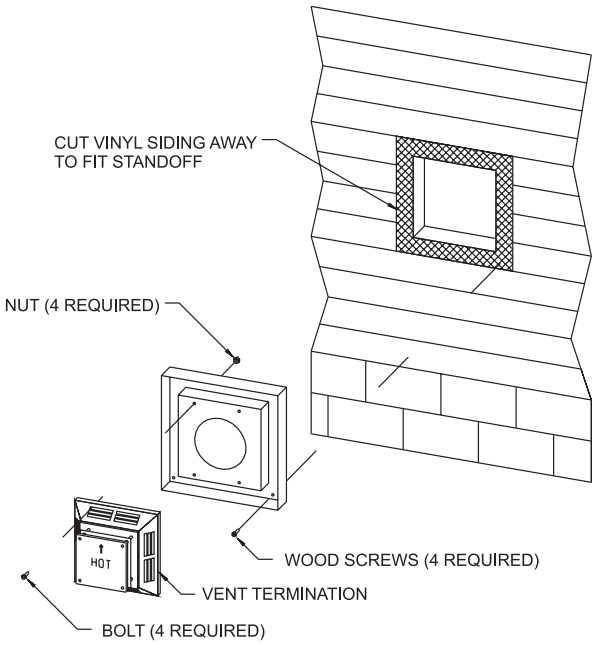

**Figure 52**
**Install the vinyl siding standoff between the vent termination and the exterior wall. See Figure 52. This horizontal vent termination bolts onto the flat portion of the vinyl siding standoff, so an air space will exist between the wall and the termination cap.**
Flex venting can be installed either vertically or horizontally off of the DVCD Series fireplaces. When installing a horizontal vent run from top connections, maintain at least ½ inch rise for every 12 inches of vent run. When venting horizontal off the rear vent connections, allow a minimum rise of 2 inches. Refer to Figure 52 when mounting termination near vinyl siding.